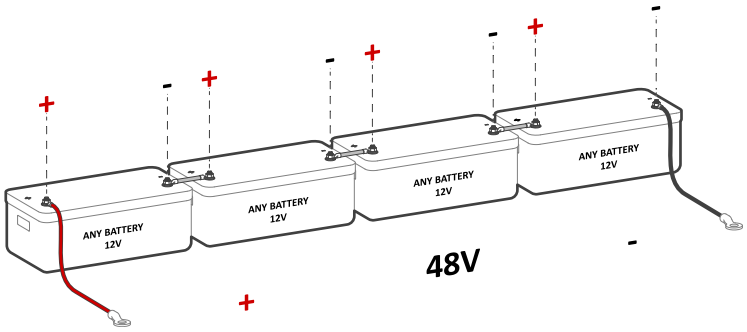

Figura 5b: Conexión de cuatro (4) baterías en serie de 12V
⚠ El Sol-Ark 8K-2P-N es un sistema de **48Vcd nominales**. **NO** conecte el inversor a ninguna otra configuración de voltaje. Si utiliza baterías de 12V, **NO DEBE** exceder cuatro (4) baterías en serie, tal como se observa en la figura 5b. El inversor puede trabajar con cualquier tipo de baterías siempre que se mantenga dentro del rango de operación de **43V a 63V**.